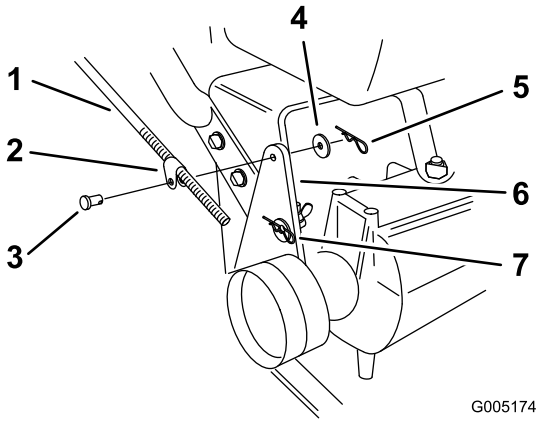

Figur 35
2. Kontrollera funktionen. Om justering krävs tar du bort hårnålssprinten, brickan och sprintbulten som håller fast styrstångsbeslaget vid mellandrevets fäste (Figur 35).